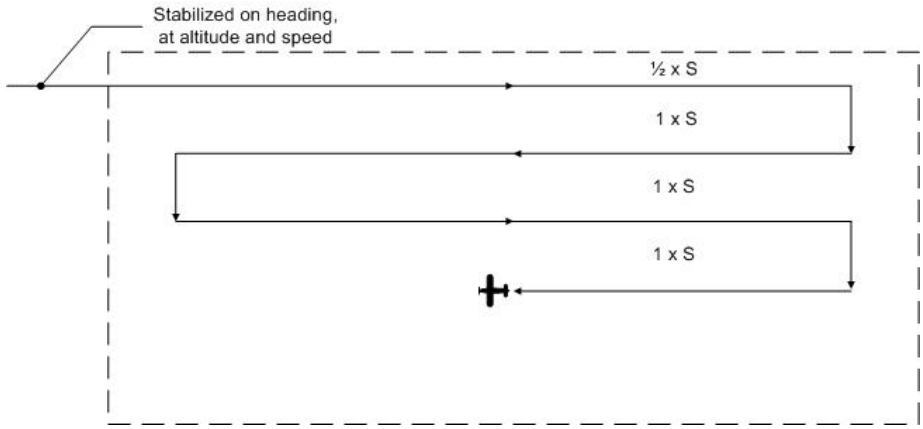

Figure 11-2
distance equal to one-half (1/2) track spacing (S) from the side of the area (Figure 11-2). [Note: In the example the aircraft makes all turns inside the grid; if the briefer and circumstances allow (no aircraft in adjacent girds), turns should be made outside the grid in order to give the scanners short breaks.]